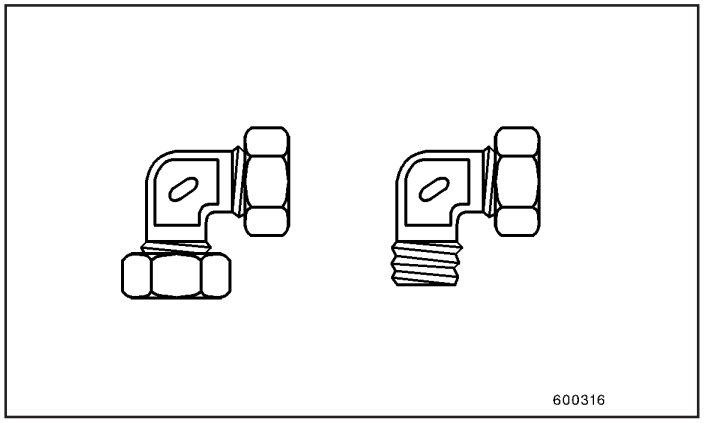

Fig.2
- conexões em cotovelo (Fig. 2);